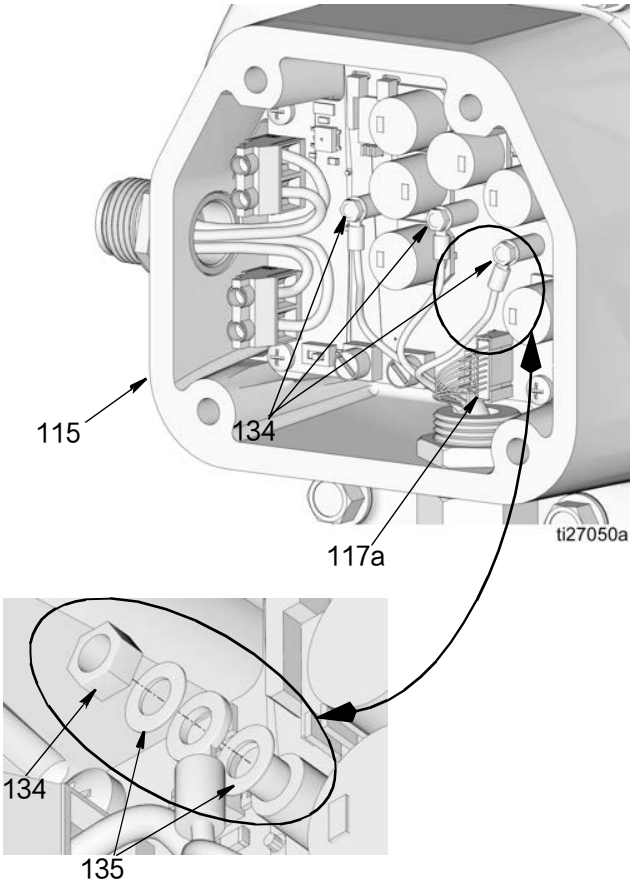

图 66
6. 拆下螺母 (134)，如图 66. 从端子上卸下垫圈 (135) 和电机接线。